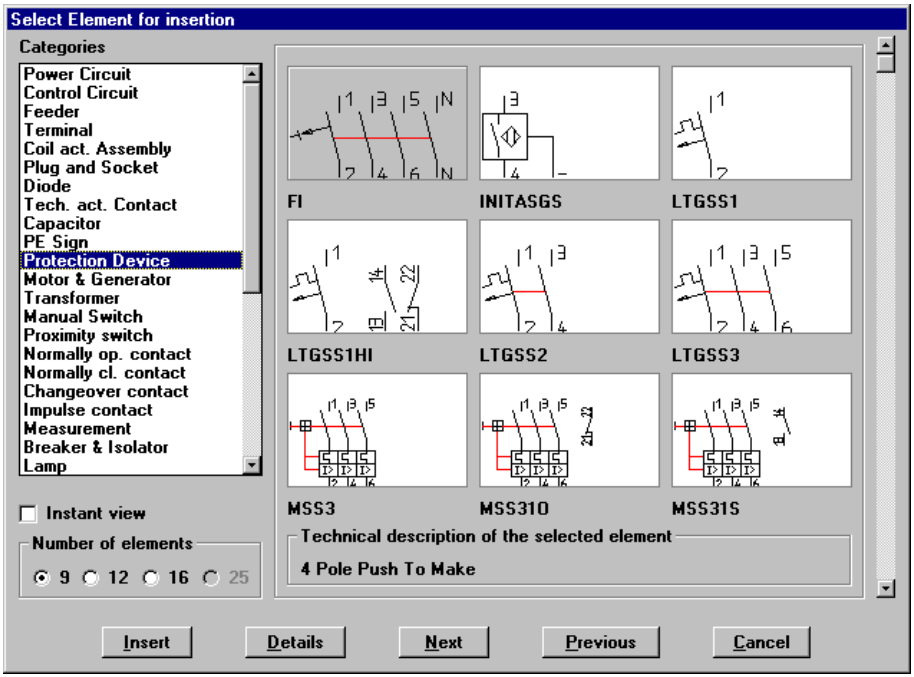

Fig. 4 Filă de meniu icon aparţinînd aplicaţiei CADELEC
- **CADELEC** – este o aplicaţie bazată pe AutoCAD, destinată realizării proiectelor electrice în domeniul electrotehnic şi automatizări industriale, fiind un produs al firmei elveţiene SISCAD. CADELEC pune la dispoziţia utilizatorilor, biblioteci de simboluri predefinite ce conţin elemente – simboluri electrice – grupate pe categorii, pe care aceştia le pot insera în sistem funcţie de destinaţia lor (de ex. motoare, generatoare, elemente de protecţie, contactoare, etc.-fig.4). Folosind din plin facilităţile de desenare ale AutoCAD, aplicaţia oferă în plus o mare varietate de funcţii şi facilităţi specifice proiectării electrice. Odată realizat desenul, sistemul de analiză a bazelor de date CADELEC, permite obţinerea şi analiza unei mari varietăţi de informaţii în funcţie de mai multe opţiuni de analiză/raportare.